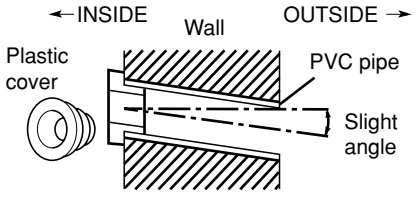

**Fig. 3-18**
(6) Place the plastic cover over the end of the pipe (for indoor side only) and insert in the wall. (Fig. 3-18)